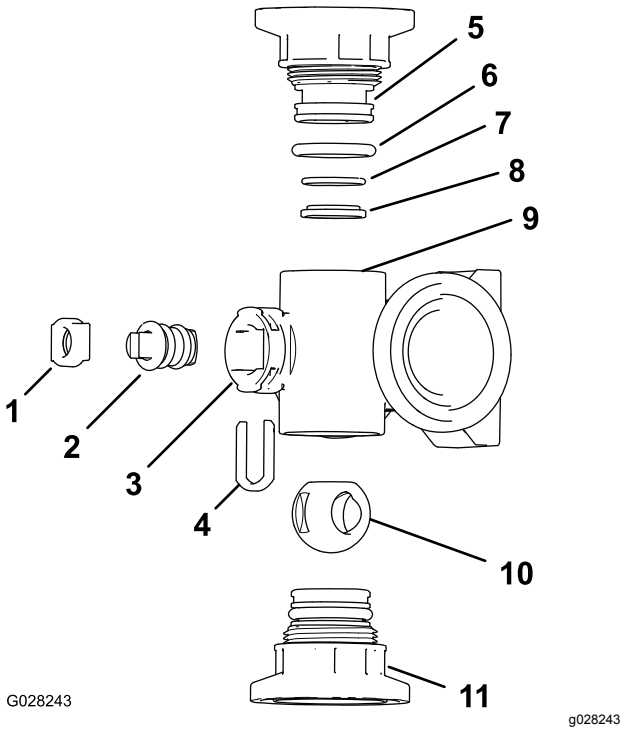
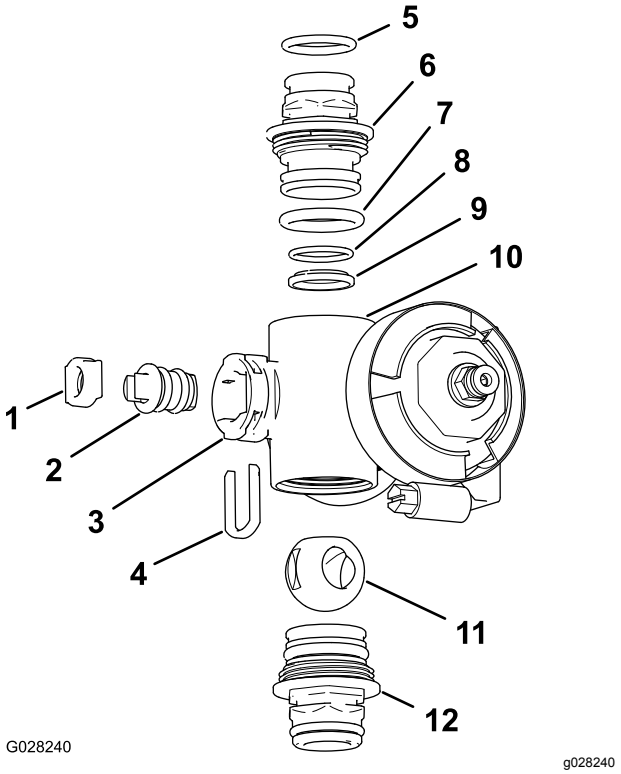

Figur 72
Figur 73
2. Fjern de 2 endedækselfittinger fra begge ender af manifoldhuset (Figur 72 og Figur 73).
4. Fjern spindelholderen fra åbningerne i spindelporten i manifolden (Figur 72 og Figur 73).
5. Fjern spindelholderen og ventilspindelsædet fra manifolden (Figur 72 og Figur 73).
6. Tag ventilspindelenheden ud af manifoldhuset (Figur 72 og Figur 73).
1. Kontroller udgangsstudsens O-ringe (kun sektionsventilmanifold), endedækslets O-ringe, kontrasædets O-ringe og kuglesædet for skader eller slid (Figur 72 og Figur 73).
2. Smør ventilspindelen, og placer den i ventilspindelsædet (Figur 72 og Figur 73).
3. Monter ventilspindelen og sædet i manifolden, og fastgør spindelen og sædet med spindelholderen (Figur 72 og Figur 73).
4. Sørg for, at kontrasædets O-ring og kuglesædet flugter med hinanden og er placeret i endedækselfittingen (Figur 72 og Figur 73).
5. Monter endedækselfittingen på manifoldhuset, indtil flangen på endedækselfittingen berører manifoldhuset (Figur 72 og Figur 73), og drej derefter endedækselfittingen yderligere 1/8 til 1/4 omgang. Tilspænd fittingen til 225 til 282 Ncm.